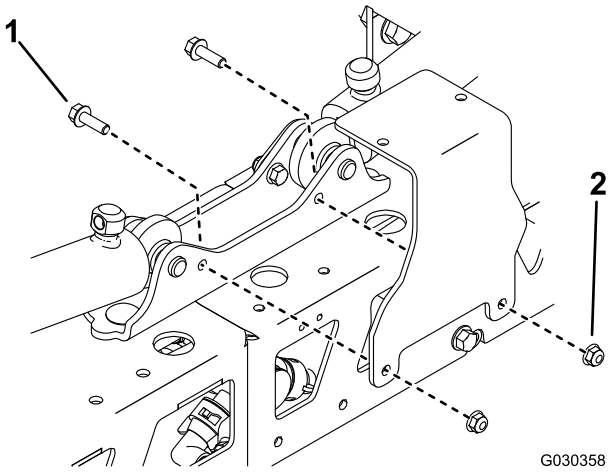

Figur 3
6. Fjern monteringsbeslaget fra maskinen (Figur 3).